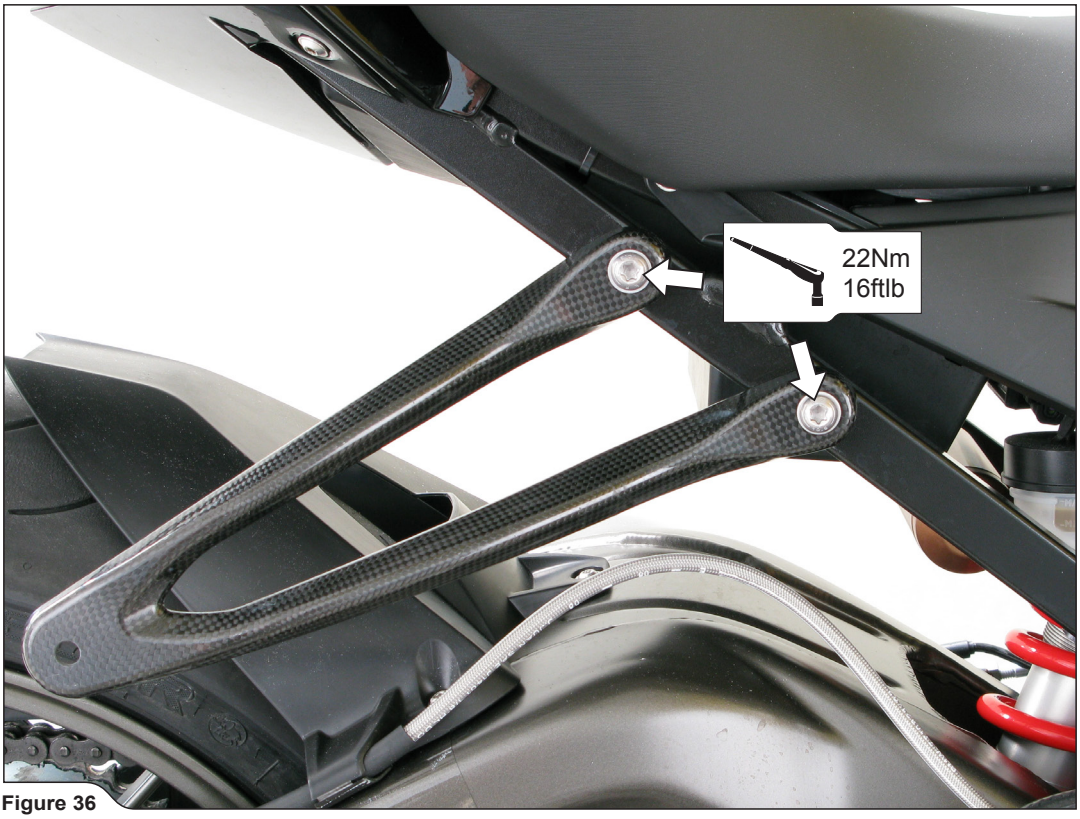

Figure 36
2. Install the Akrapovič carbon fiber muffler's bracket, using stock bolts **(Figure 36).**